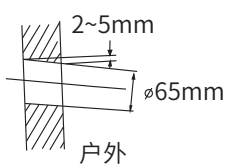

图6
- 检查走管方向及出管位置，如图6所示用电锤或水钻打过墙孔。